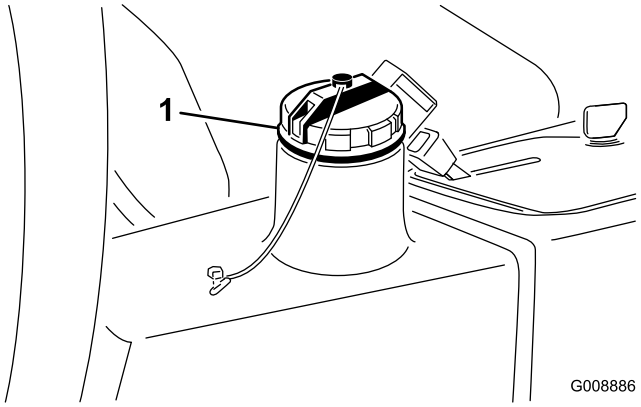

Figur 74
4. Fyll beholderen (Figur 74) med omtrent 13,2 liter hydraulisk olje. Se Kontrollere det hydrauliske systemet.